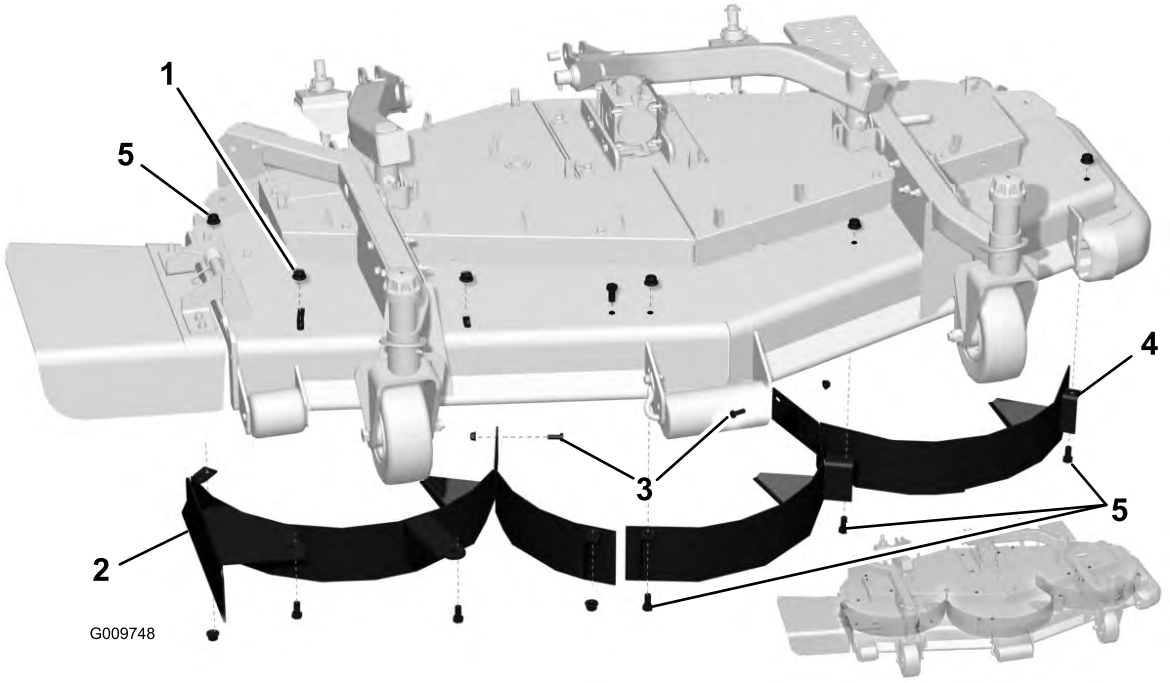

図 2
- 72インチ・デッキでは、新しいボルト（1/2 x 1 in） 2 本と新しいナット（1/2 in） 2 個を使ってデッキ上部に取り付ける（図 2）。
- 60インチ・デッキでは、新しいボルト（1/2 x 1 in） 1 本と新しいナット（1/2 in） 1 個を使ってデッキ上部に取り付ける（図 2）。
- 新しいボルト（3/8 x 1 in） 1 本と新しいナット（3/8 in） 1 個を使ってバッフルの後部をデッキの後部に取り付ける（図 2）。
3. 60インチ・デッキでは、新しいキャリッジ・ボルト（3/8 x 1 in） 1 本と新しいフランジ・ナット（3/8 in） 1 個を使って、左バッフルと右バッフルに固定する（図 2）。